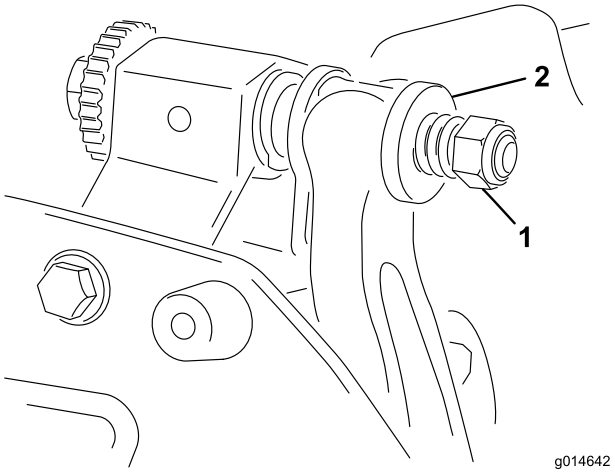

Rysunek 16
6. Dokręć nakrętkę regulacyjną naprężenia sprężyny do momentu ściśnięcia sprężyny, a następnie cofnij ją o 1/2 obrotu (Rysunek 16).